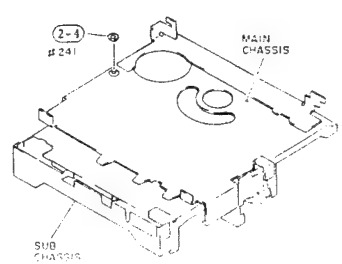

Fig. 2-55
4) Remove one (1) washer holding the middle pole shaft. (See Fig. 2-55)